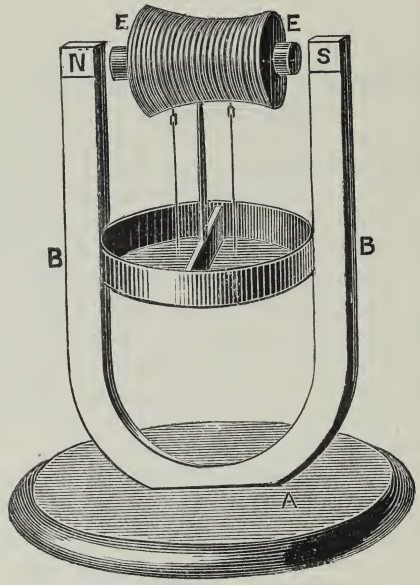

Fig. 120.—Simple Electro-Motive Toy.
The first and simplest of electro-motive toys I will now describe is actuated in the way as mentioned in the last chapter. A, Fig. 120, p. 258, is a wooden stand holding, in an upright position, the horse-shoe magnet (B); this is a permanent magnet of hard steel, of which the north and south poles are marked N.S. Between them rises an upright steel rod, on the pointed end of which a soft bar of iron (E), wound with coils of covered copper wire, is balanced to turn easily. The ends of this wire, which are uncovered, are formed into loops, from which hang loosely two bits of straight wire, amalgamated with mercury at their lower ends, and dipping into a circular trough of mercury, divided across by a partition of wood.